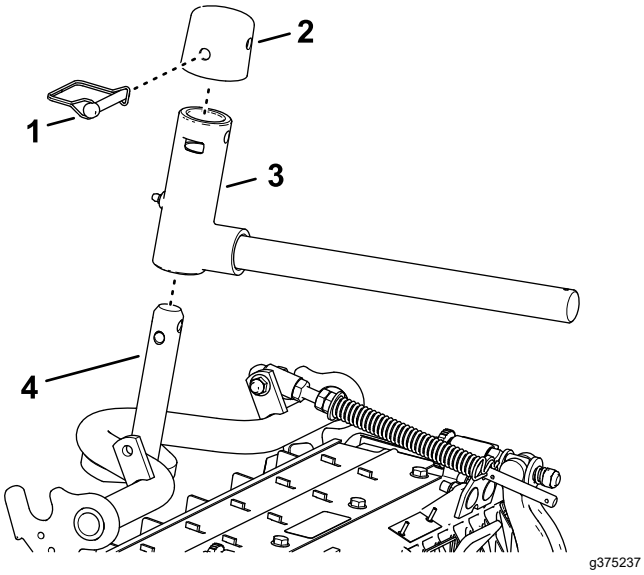

Figuur 18
2. Monteer het juk van het draaipunt op de as van het draagframe (Figuur 18).